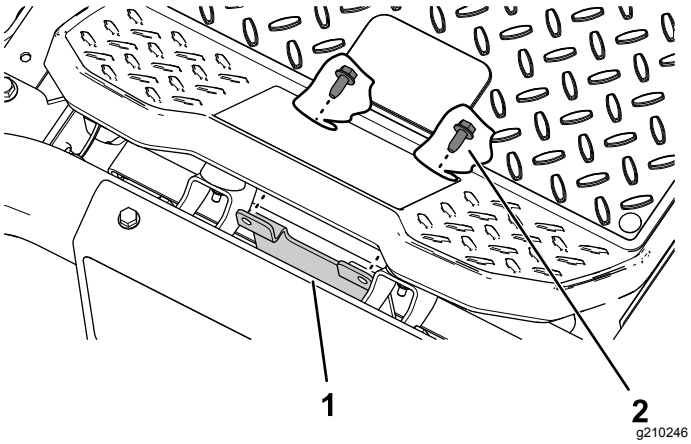

Figuur 2
2. Als uw machine over een **MyRide™-platform** beschikt, monteer dan de beugel van het voorlicht met de 2 zelftappende schroeven (5/16 x ¾) die u eerder verwijderd hebt; zie Figuur 2.